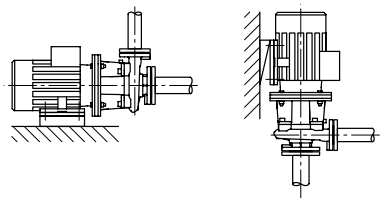

Рис. 41: Исполнение BL
- Блочные насосные агрегаты серии BL следует устанавливать на фундаментах или консолях достаточных размеров (Рис. 41). В насосных агрегатах типа BL необходима поддержка для электродвигателя, начиная с мощности двигателя 18,5 кВт, см. примеры монтажа насосного агрегата BL (Рис. 42).